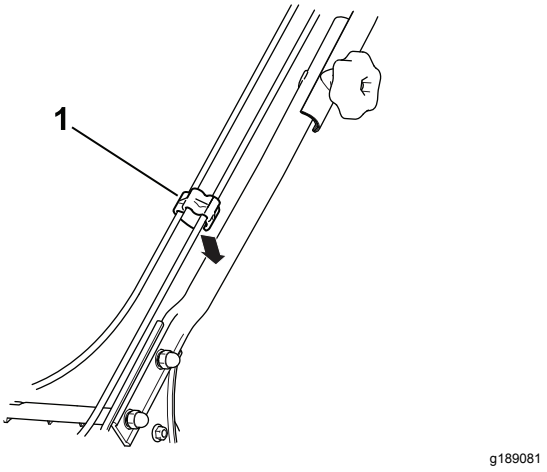

Figur 5
3. Før kablene inn i kabelklemmen, og fest kabelklipsen til håndtaket som vist i Figur 5.